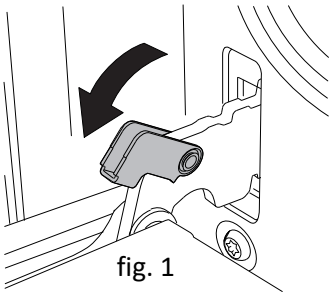

fig. 1
- Pentru a scoate ușa, deschideți-o la unghiul maxim (fig. 1).